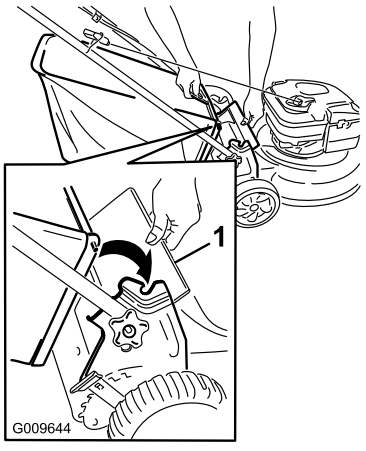

Figuur 14
1. Breng de afvoergeleider aan de achterzijde omhoog (Figuur 14).
2. Plaats de handgreep van de grasvanger in de inkepingen op de beugels van de handgreep (Figuur 14).